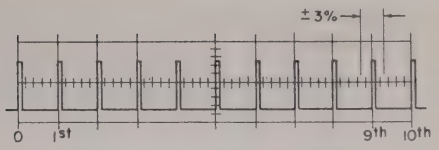

Figure 4-13. CRT Display
a. Set the Time Mark Generator and TIME/DIV control as follows. Set one time mark on the 1st graticule. The 8th or 16th time mark, counting from the time mark on the 1st graticule, as indicated in table 4-4, should be on the 9th graticule within the tolerance given in the following steps. See figure 4-13.